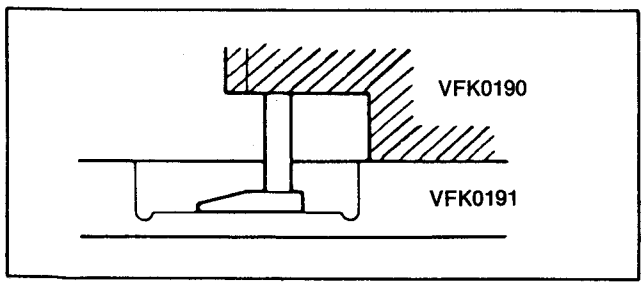

Figure M33
3. Place the Reel Table Height Gauge on the plate so that the scraper on the gauge touches the cut-out portion of the plate, then set the gauge to zero ("0"). (Figure M33)
4. Measure the height of the top surface of either reel table and note the difference in height from the plate cut-out. (Figure M33 and M34)